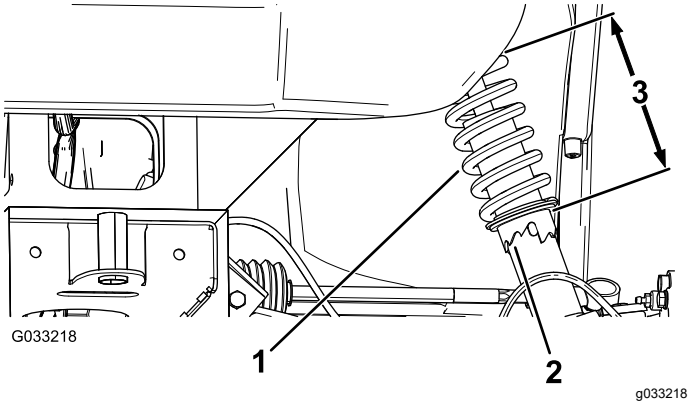

Figur 53
2. Hvis hjulets hældning ikke er korrekt, skal du bruge gaffelnøglen til at dreje muffen på støddæmperen og tilpasse hjulsporingen (Figur 53).